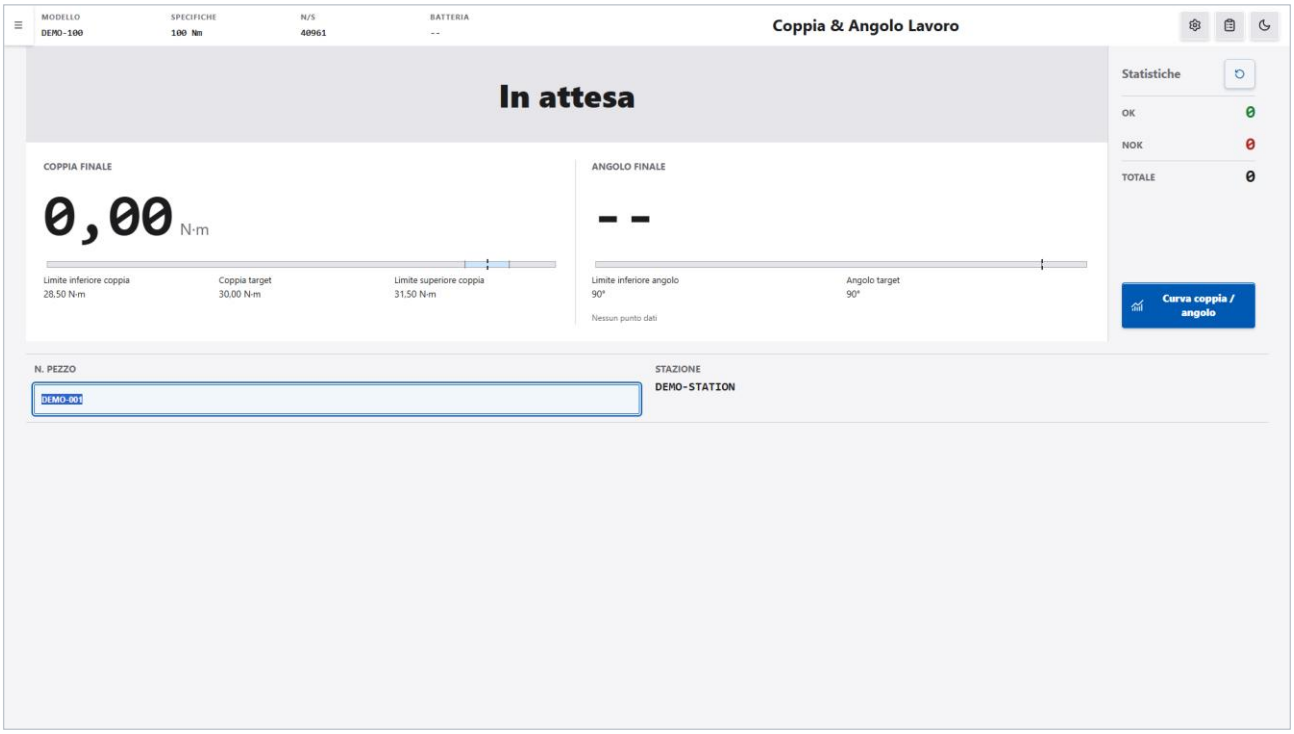

Figura 6-1 Schermata di lavoro di coppia e angolo
1. Nel menu di navigazione fare clic su «Sensore rotativo» → «Coppia & Angolo». Viene visualizzata la schermata «Coppia & Angolo Lavoro» con il banner dell'esito che mostra «In attesa» e l'angolo finale «--» (vedere la Figura 6-1).